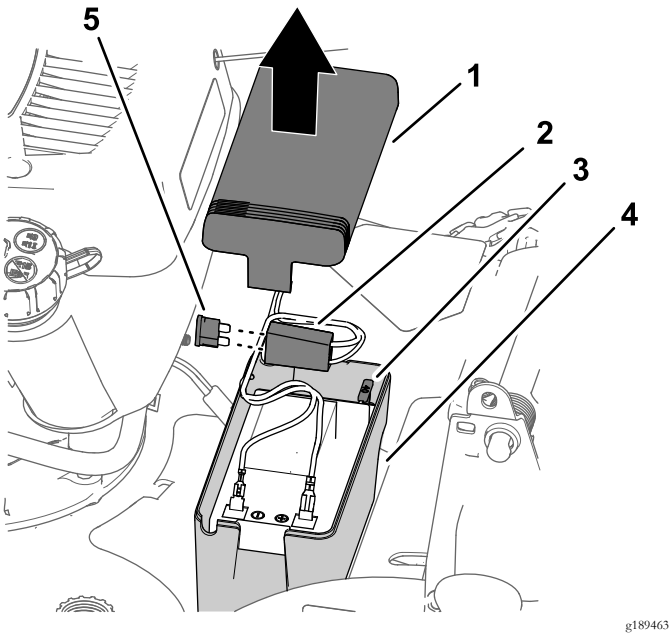

Figure 43
1. Enlevez le couvercle du logement de la batterie (Figure 43).
2. Retirez la batterie et repérez le fusible (Figure 43).
3. Remplacez le fusible dans le porte-fusible (Figure 43).
4. Replacez le couvercle sur le logement de la batterie (Figure 43).